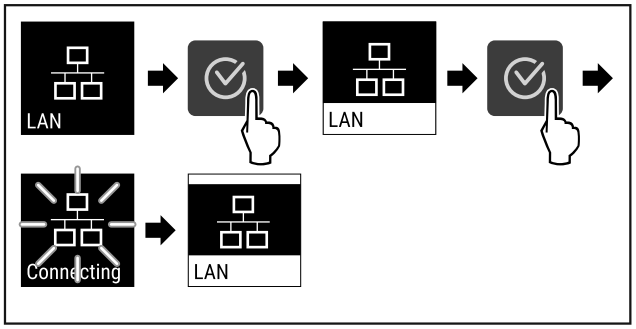

Fig. 90
▶ Ejecutar los pasos (consulte Fig. 90) .